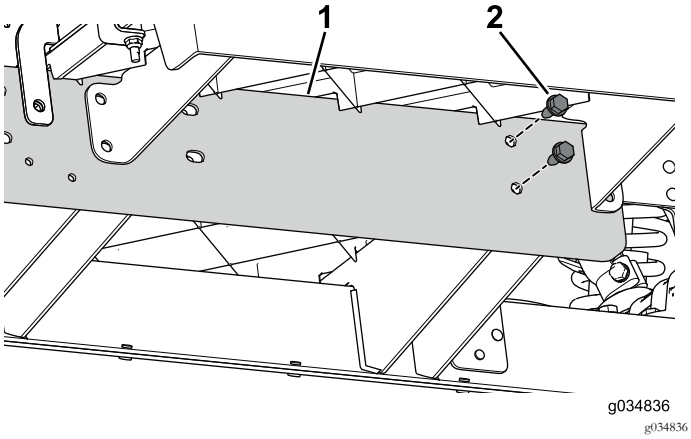

Bild 71
3. Befestigen Sie die Verlängerungsschiene mit den zwei Schrauben (5/16" x ¾") lose am mittleren Kanal am vorderen Abschnitt der Maschine (Bild 71).